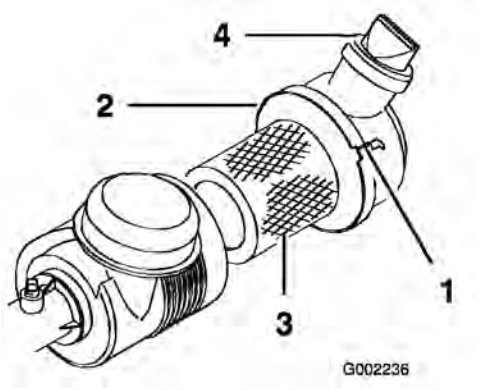

Figur 37
Kontroller luftfilterhuset for beskadigelser, som kan medføre en luftlækage. Sørg for, at støvhætten er tæt forseglet på luftfilteret. Udskift et beskadiget luftfilterhus. Tryk på ventilen (Figur 37) før hver brug for at rengøre den for støv og snavs. Efterse luftfilteret hver 100. time.
3. Løsn den luftfilterbøjle, som holder luftfilterdækslet til luftfilterhuset (Figur 37) og holder dækslet adskilt fra huset.
7. Fastgør med bøjlerne (Figur 37).
4. Monter dækslet med ventilen pegende nedad, og fastgør bøjlerne (Figur 37).